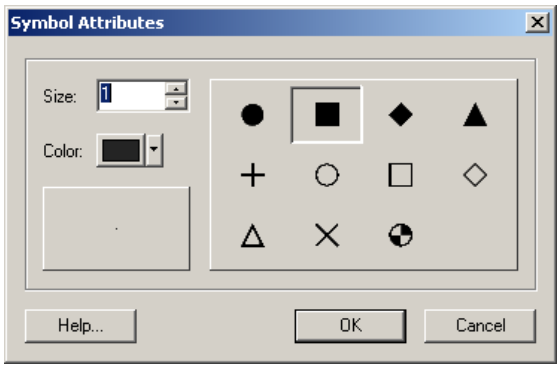

Figure 4. Points attributes.
2. Go to the *Scatter* tab in the Scatter options, change the points (Figure 4) to a small size and black,